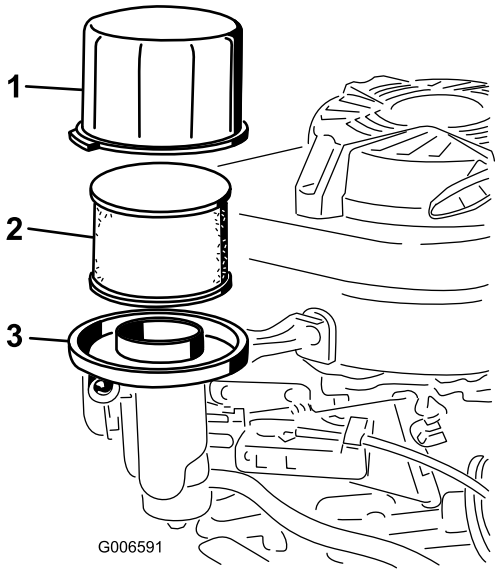

Rysunek 28
3. Usuń pokrywę i oczyść ją dokładnie (Rysunek 28).
4. Usuń piankowy filtr wstępny i filtr papierowy (Rysunek 28).
5. Usuń piankowy filtr wstępny z filtra papierowego (Rysunek 28) i wymień filtr papierowy, jeżeli jest znacznie zanieczyszczony.
6. Przechyl maszynę tak, aby filtr oleju był skierowany w górę i olej spływał do pojemnika (Rysunek 28).